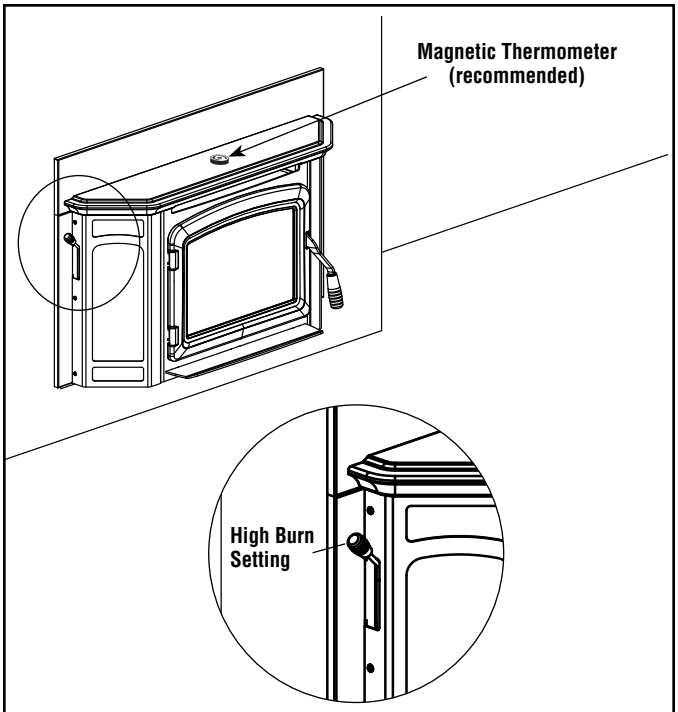

Figure 23A - Damper High Setting
5. When operating any wood burning appliance, it is important to become familiar with how the damper control affects heat output and the overall temperature of the appliance. A stove thermometer can be a helpful tool to help ensure you are not over-firing your appliance and it will also ensure you are burning fuel at a rate that is most efficient. Place a stove thermometer on the top of the appliance as shown in ***Figure 23A***. Monitor the temperature every 15 minutes or so until you become more familiar with your appliance. Close the damper all the way down if you begin to reach 400 degrees, as this is a sign that you are operating your appliance at too high a temperature.